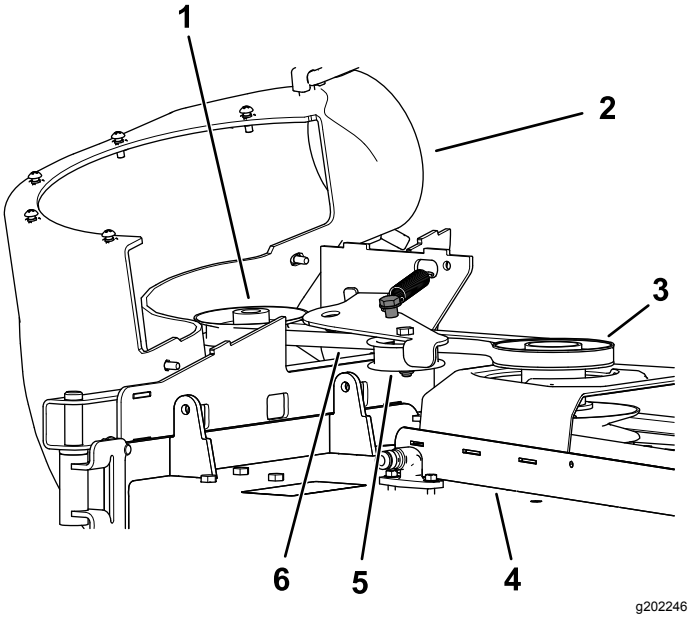

Figur 35
2. Træk i den fjederbelastede styreremskive for at løsne remspændingen (Figur 35).
6. Monter den nye rem rundt om blæserremskiverne (Figur 35).
8. Monter den nye rem rundt om plæneklipperskjoldets remskive (Figur 35).
9. Træk tilbage i den fjederbelastede styreremskive, og monter remmen på den fjederbelastede styreremskive (Figur 35).